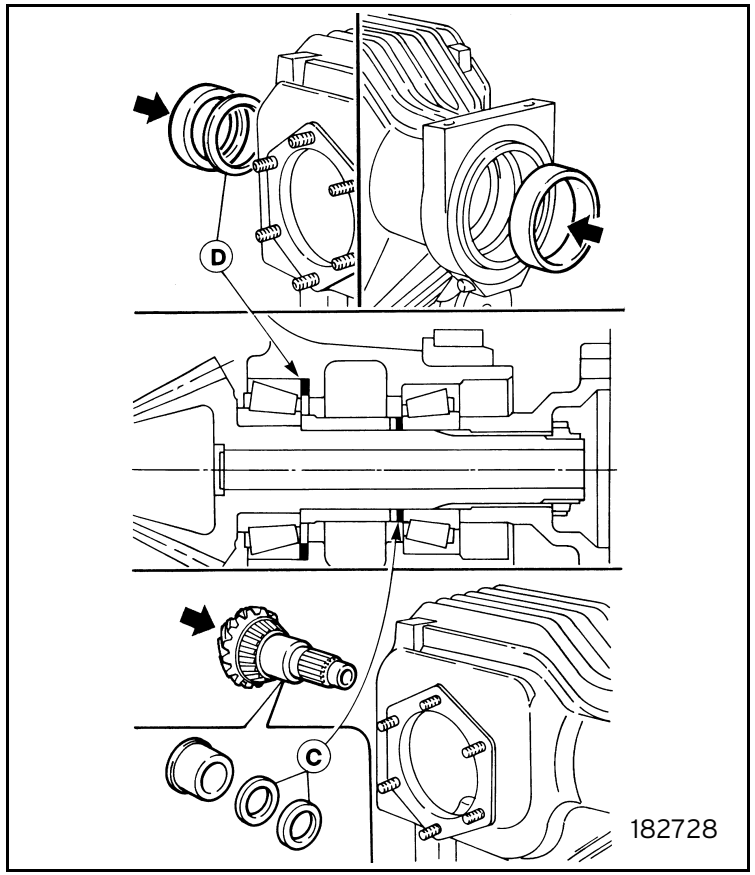

Fig. 28
- Fit the specified tentative adjustment shim D using a suitable block. Then fit both pinion outer bearing races (figure 28):
- Fit the pinion and differential and the tentative shims C (figure 28):